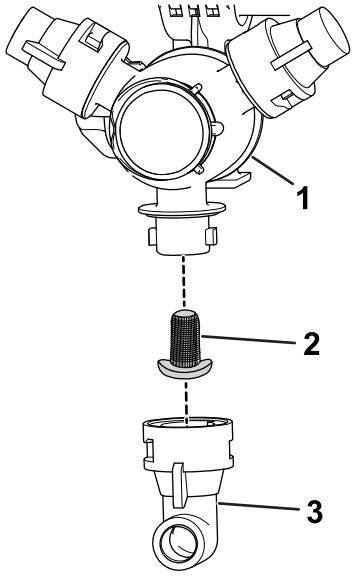

図 57
2. タレットからノズルを外す図 57。
3. ノズルフィルタを取り外す図 57。
5. ノズルフィルタを取り付ける図 57。
6. タレットにノズルを取り付ける図 57。